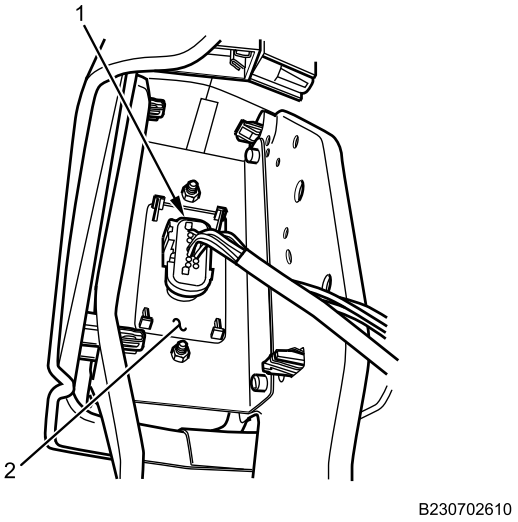

Figure 2. Transmission Auto Shift Control Module Harness.
3. Disconnect transmission auto shift control module harness (Figure 2, Item 1) from transmission auto shift control module (Figure 2, Item 2).